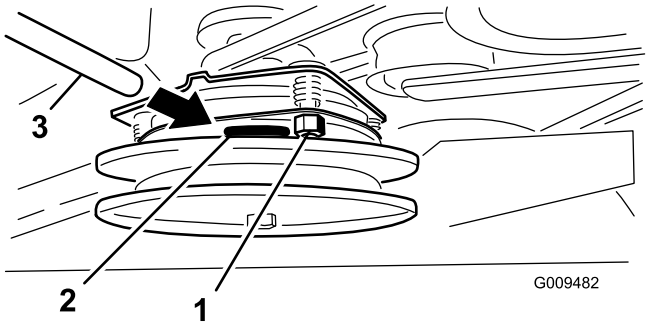

Figuur 61
2. Als aanpassing vereist is, stel dan af op 0,381 mm voor elk van de drie aanpassingssleuven. Draai de borgmoeren aan totdat de voelermaat licht is vastgeklemd maar gemakkelijk binnen de spleet kan bewegen (Figuur 61).